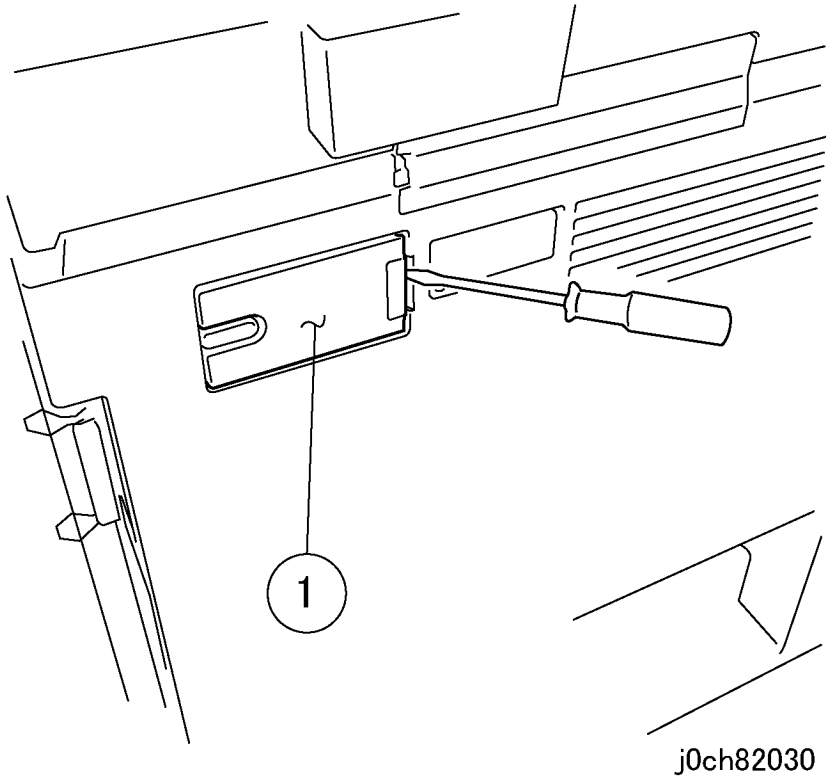

Рисунок 1 Снятие крышки (j0ch82030)
1. Снимите крышку (рисунок 1).